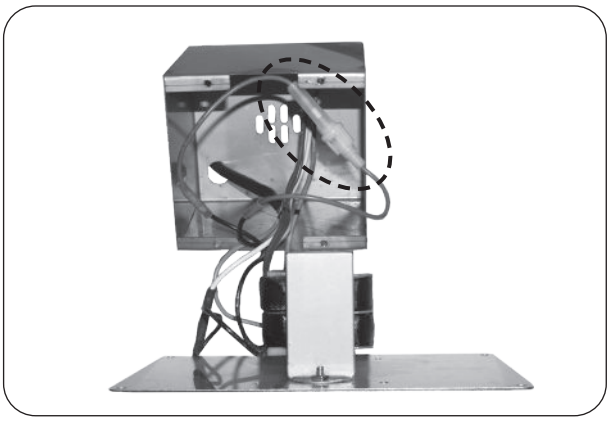

Fig. 45-4 Carefully open box and replace fuse (red wire)
5. Carefully open the box by pulling its cover away. You may need to feed the wire harness into the box to provide enough slack to open on the other end. Then “push in and twist” the fuse holder (red wire), exposing the fuse. See Fig. 45-4.